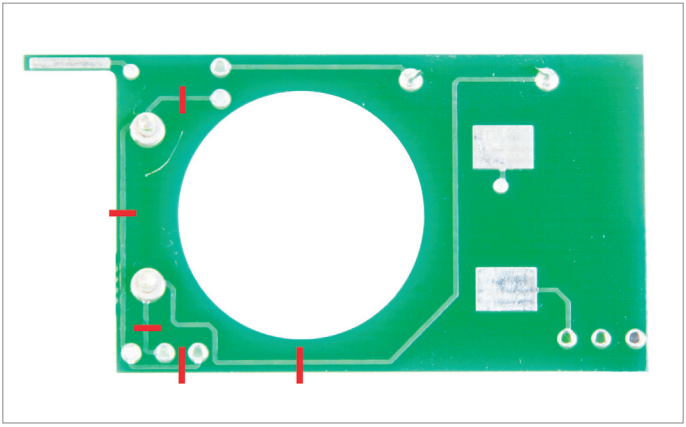

Fig. 27: Cutting strip conductors on the universal PCB, soldered batteries
- Using a modeller's knife cut, on the upper side of the universal PCB, five of the strip conductors in accordance with Fig. 27.